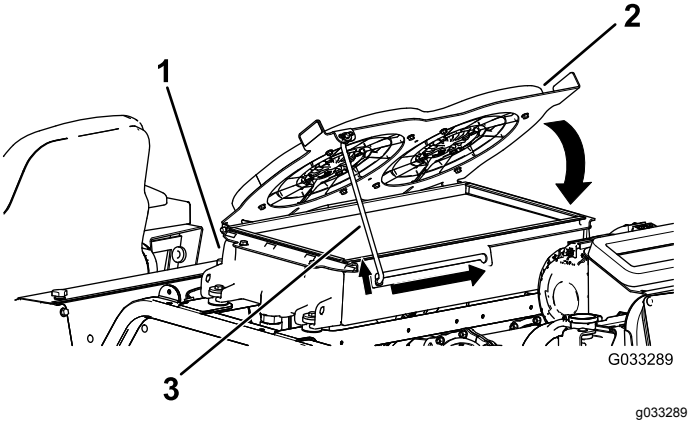

Figur 110
4. Rikta hydraulsystemets kylfläktar nedåt och fäst stöttan i skåran (Figur 110).